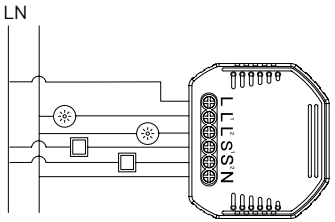

Рисунок 2.1
- с двумя выключателями (см. рисунок 2.1);